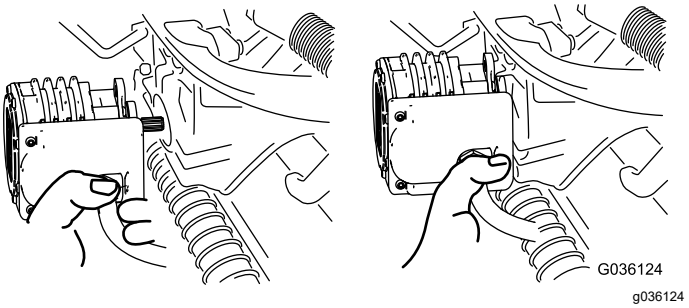

Figuur 66
5. Zet de motor in de opbergruimte op de voorkant van de ophangarm (Figuur 66).